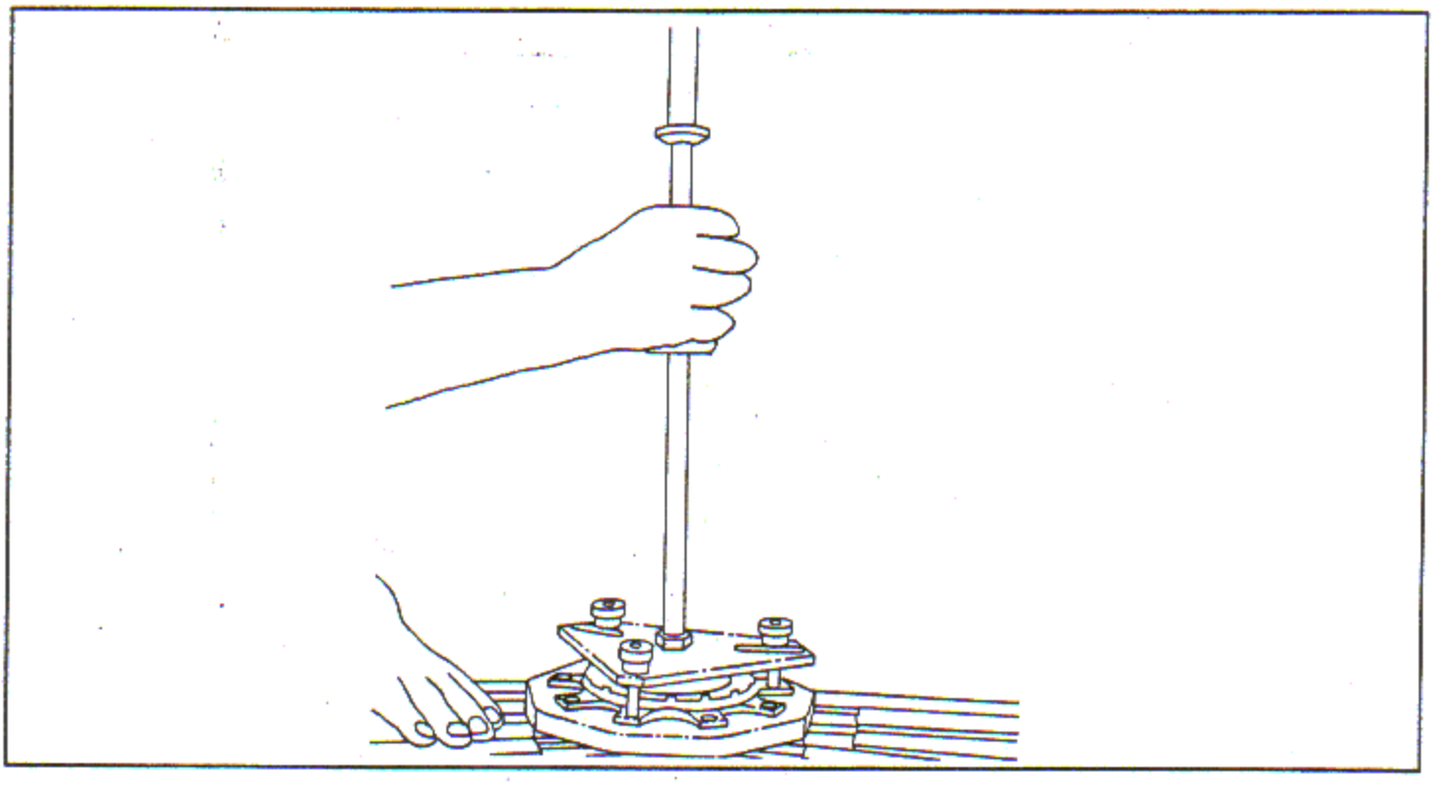

Figure 4-28. Pulling Knuckle Pin Locking Plate
b. Straighten the knuckle pin tab locks. Remove the knuckle pin bolts, nuts and locks. Remove the locking plate with puller. See figure 4-28.